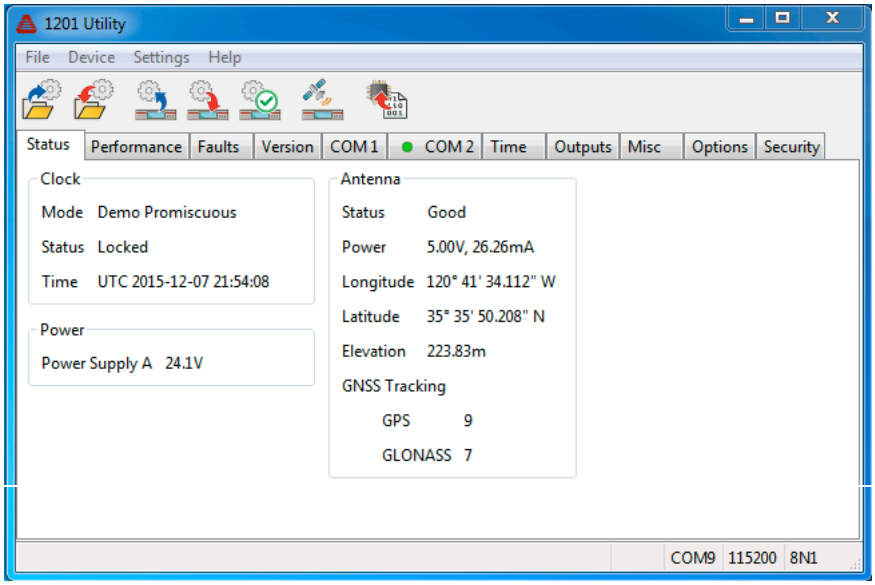

Figure 7.5: Status Screen
After selecting Device > Read, or clicking the Read icon, the Utility will display the first tab information labeled Status. Status is organized in three groups: (1) clock status, (2) power supply status, and (3) antenna status. The definitions from Figure 7.5 below define the values in this menu item.